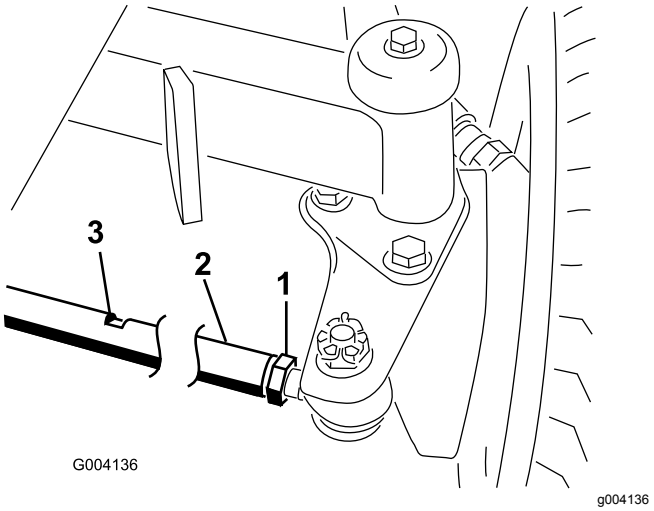

Figur 57
2. Løsn kontramøtrikken for hver ende af forbindelsesstangen (Figur 57).